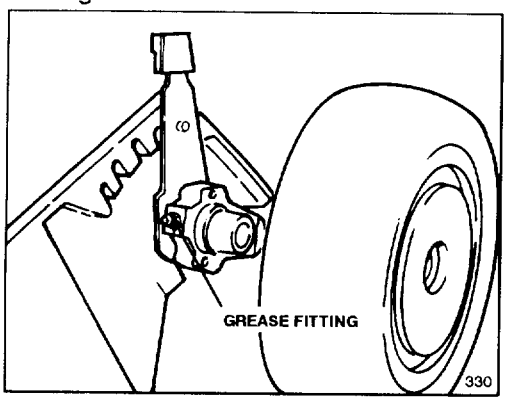

Figure 19
2. GREASE FRONT AXLE PIVOTS (Fig. 19) (model 16404 only)—Adjust height–of–cut to 3–inch setting and loosen wheel bolt to get additional clearance around grease fitting. Wipe grease fittings with clean rag. Install grease gun onto fitting and gently apply 2 or 3 pumps of #2 Multi–Purpose Lithium Base Grease. Excess pressure may damage seals.